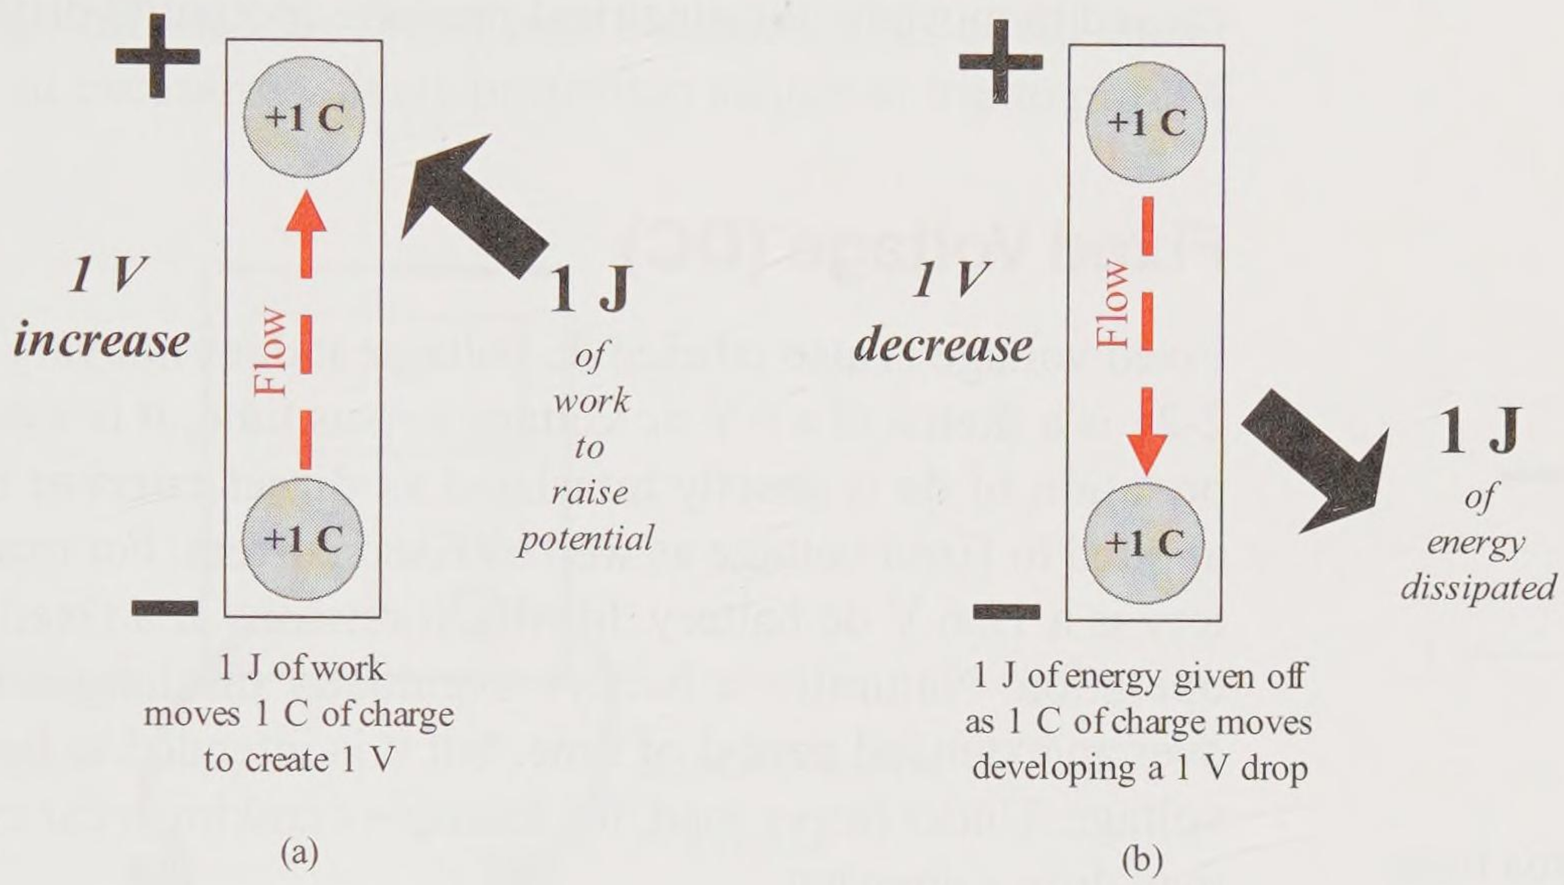

Figure 2-20 (a) Voltage potential *increase* (b) Voltage potential *decrease*
A more formal definition of voltage (potential difference) is: *a potential difference of 1 volt (V) exists between two points if 1 joule (J) of energy is used to move 1 coulomb (C) of charge from one point to the other point.* Refer to Figure 2-20(a) to help you visualize this key concept.
If electrical energy is given off as the charge moves, energy is dissipated and the potential energy is reduced. For example, a lamp dissipates its energy in the form of light and heat. Voltage is dropped across the lamp. Figure 2-20(b) demonstrates a component dropping voltage (losing potential) and dissipating energy as charge moves through the compo-